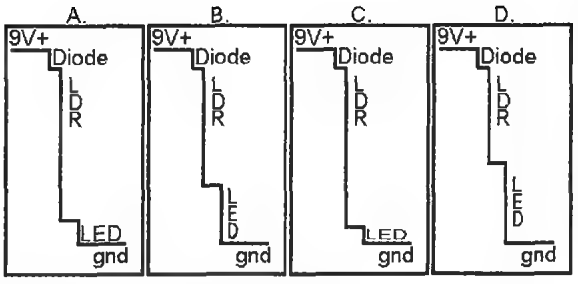

Figure L7-6
5. Consider the "waterfall" diagrams presented in Figure L7-6. From brightest to darkest conditions, what would be the best order of these diagrams regarding the LDR's effect on the brightness of the LED?